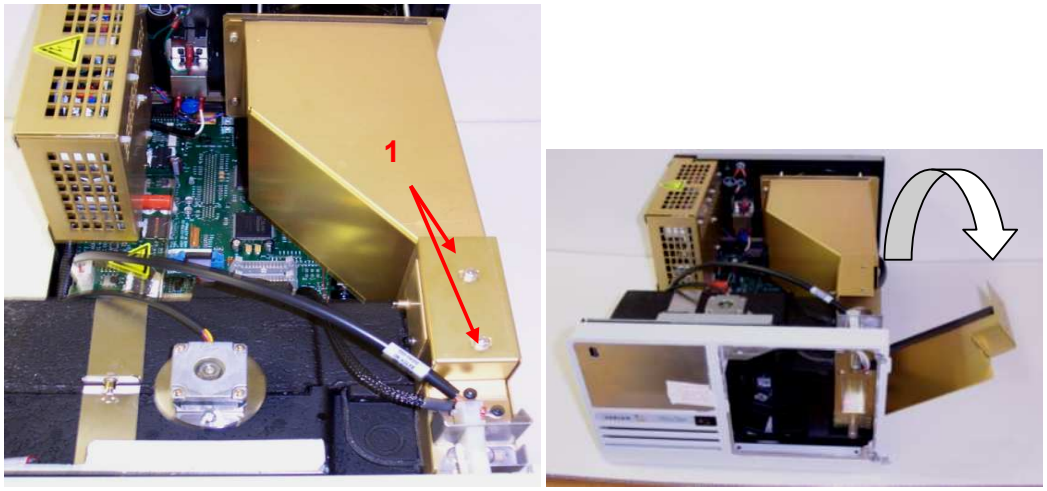

Figure 1: Removing the cooling vent
3. Remove the two screws (**1**) securing the small side panel and lower it down as shown in *Figure 1*.